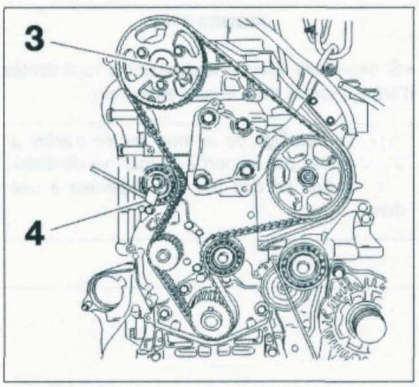

FIGURE 1-10
• Piger le moyeu de la roue dentée d'arbre à cames (3) à l'aide d'une pige de Ø 8 mm (outil 0188.M) **(figure 1-10)**.
• Desserrer la vis de fixation du galet tendeur puis à l'aide d'un embout carré approprié de 7 mm (levier PSA 0188.J2) (4), tourner le galet tendeur dans le sens horaire pour détendre la courroie **(figure 1-10)**.